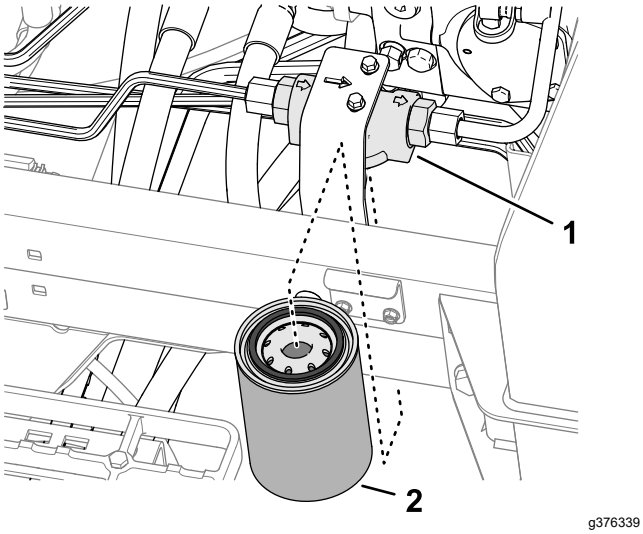

Figur 150
3. Anbring en dræningsskål under ladefilteret på venstre side af maskinen (Figur 150).